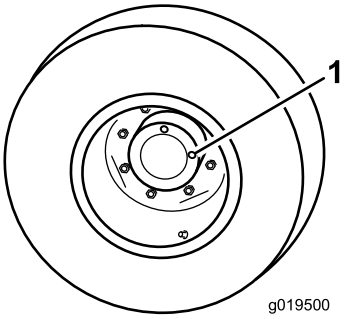

**Figur 65**
1. Ställ maskinen på ett plant underlag och placera hjulen så att en kontrollplugg (Figur 65) är i läget klockan 12 och den andra i läget klockan 3.
1. Kontroll-/avtappningsplugg (2)
2. Ta bort pluggen som sitter i läget klockan 3 (Figur 65).